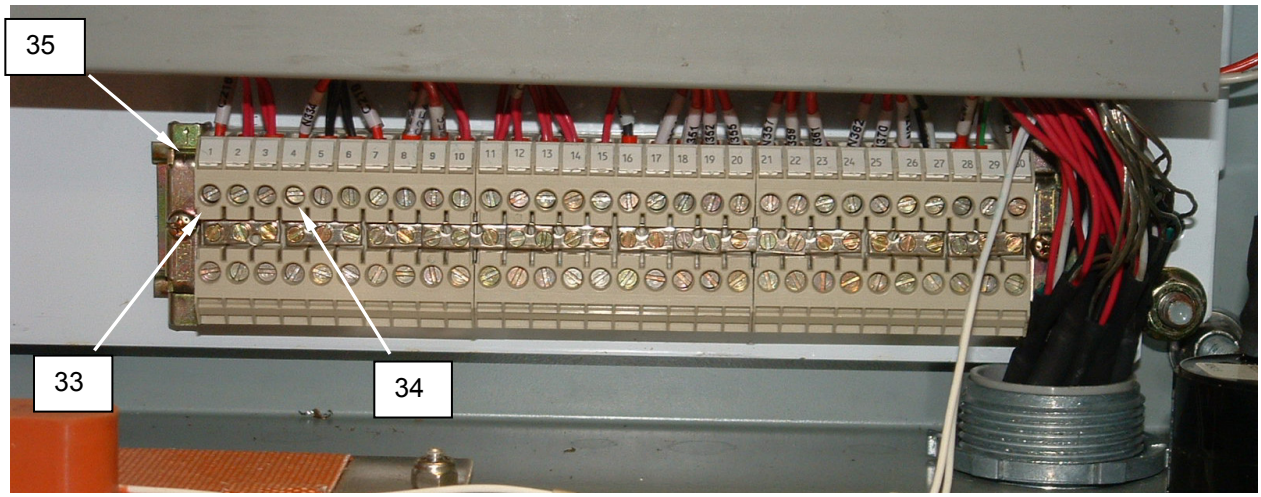

Figure 18. Test the Control Transformer.
2. Locate terminals 1**(Figure 18, Item 33)** and 4 **(Figure 18, Item 34)** on the terminal block **(Figure 18, Item 35)**.
3. Use a voltmeter to test for 24 VAC between terminals 1**(Figure 18, Item 33)** and 4 **(Figure 18, Item 34)** on the terminal block **(Figure 18, Item 35)**.